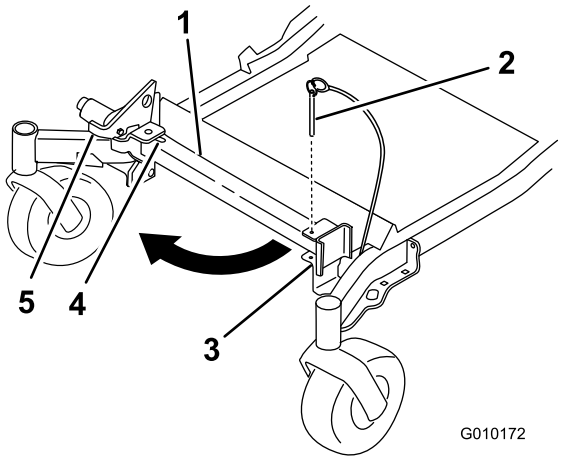
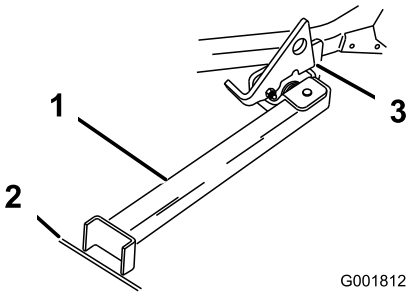

Figur 41
Figur 42
2. Fjern beslagpinden (Figur 41).
3. Hæv klinken. Sving standens fod ud fortil, og skub standen mod maskinen, ind nederst i rillen (Figur 41 og Figur 42).
4. Placer standen fod på jorden, og lad klinken hvile på drejetappen (Figur 42).
Bemærk: Det bedste resultat opnås, hvis standens fod placeres i en revne i fortovet eller i plænen (Figur 42).
6. Kør op på standen. Stands, når klinken falder over tappen i låst position (Figur 42). Aktiver parkeringsbremsen, og sluk motoren, når maskinen er oppe på standen.
5. Sæt den tilbage til hvileposition (Figur 41).